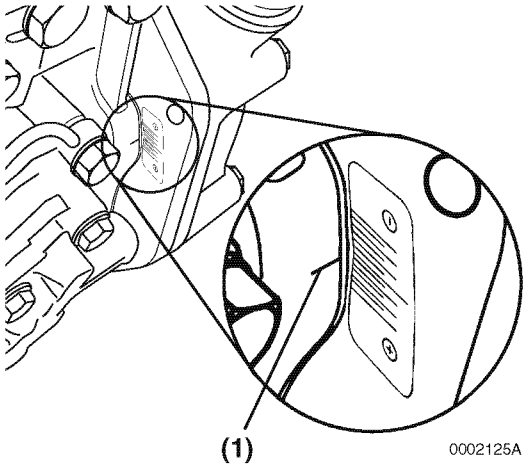

Figure 7-31
In this case, rotate the top of the fuel injection pump away from the cylinder block until the mark on the outside upper mounting boss **(Figure 7-31, (1))** of the fuel injection pump aligns with the +0.5° mark on the timing sticker.